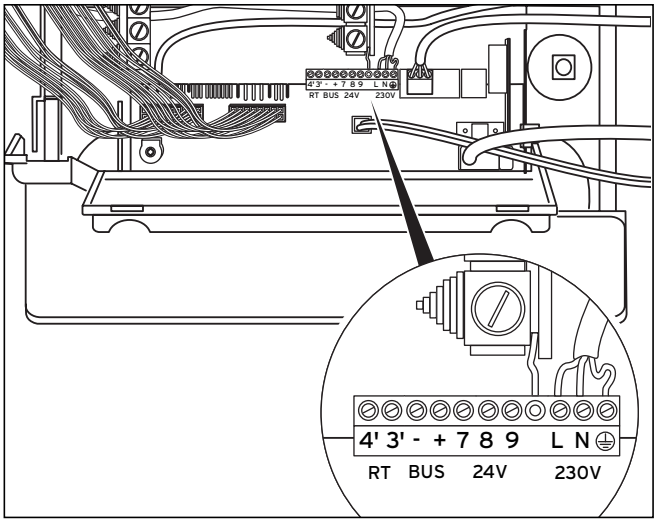

Afb. 5.13 Voorbeeld voor kabeldoorvoer
- Sluit de aders overeenkomstig afb. 5.13 op de betreffende stekkerplaatsen van de elektronica aan.